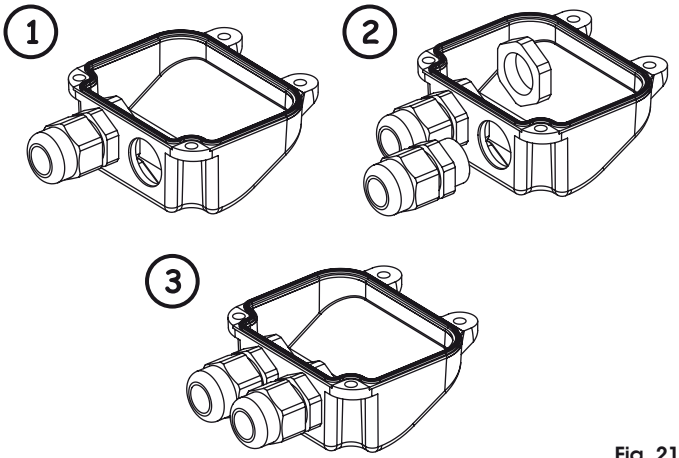

Fig. 21
1. Ouvrir également le deuxième trou pré-cassé du couvercle, Fig. 21.
2. Monter le serre-câble fourni, Fig. 21